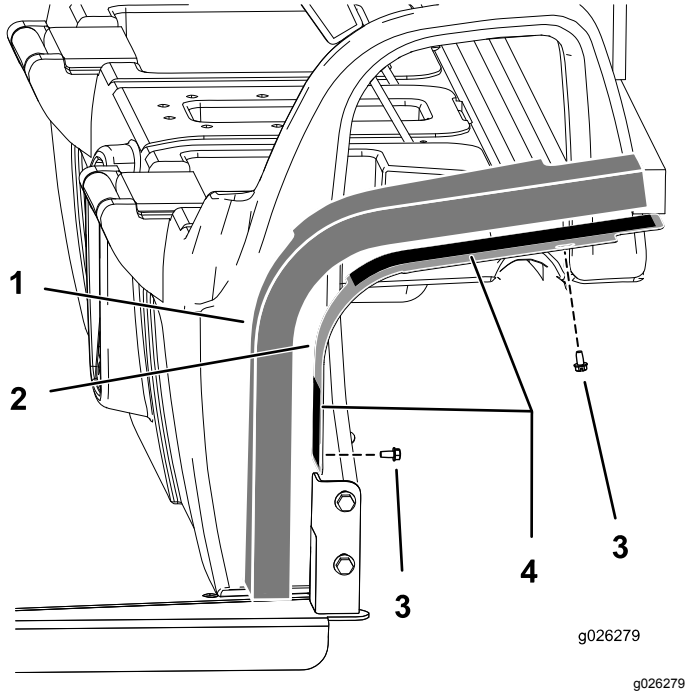

Figur 7
1. Fäst fästplattorna på hytten med 4 skruvar (1/4 tum) i enlighet med Figur 7.
3. Ta bort pappersskyddet från den dubbelhäftande tejpen på fästplattorna (Figur 7).
4. Montera skumpanelerna på enheten (Figur 7).